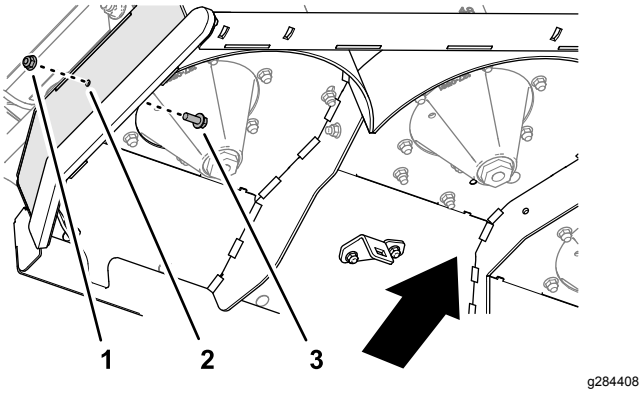

Figure 45
5. Install a flange-head capscrew (3/8 x 1 inch) into the 10 mm (3/8 inch) holes in the mower deck (Figure 45) and secure the capscrews with the flange locknut (3/8 inch) that you removed in step 4.